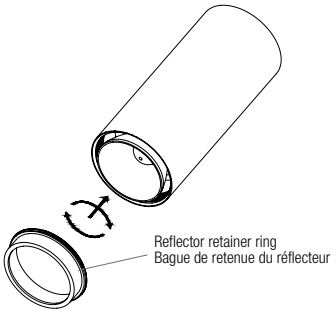

Fig. 5e
5. Screw the reflector retainer ring in (Fig. 5e).
5. Visser la bague de retenue du réflecteur (Fig. 5e).